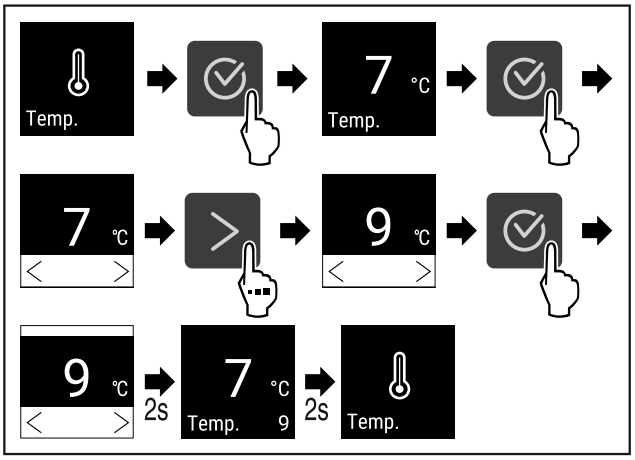

Fig. 67 Cambio de temperatura de 7°C a 9°C
▶ Ejecutar los pasos (consulte Fig. 67) .